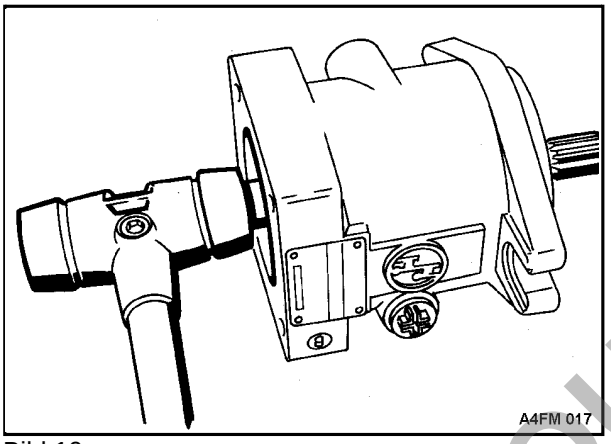

Bild 10
16. Triebwelle mit leichten Hammerschlägen aus dem Gehäuse treiben (Bild 10).